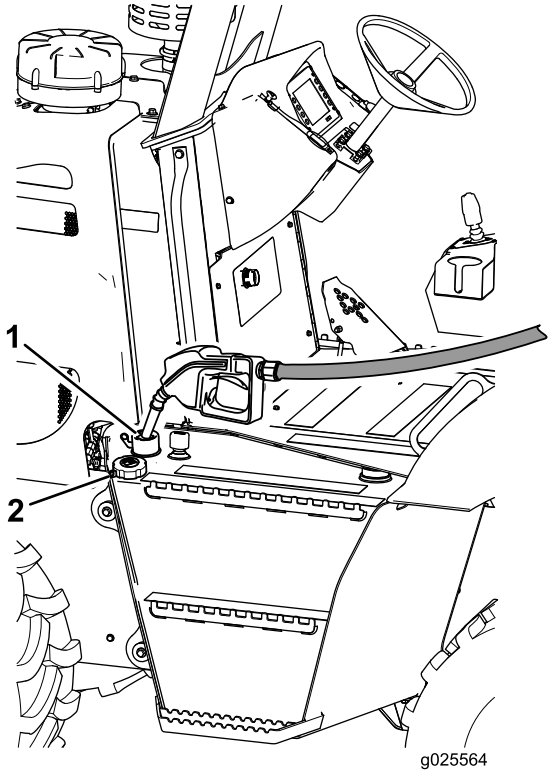

Рисунок 20
1. Очистите поверхность вокруг крышки топливного бака (Рисунок 20) и снимите крышку с бака.